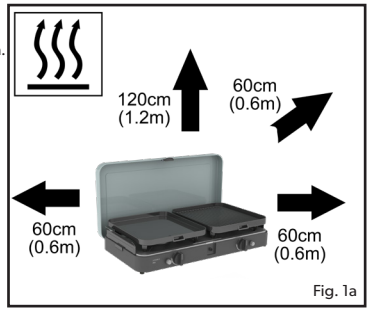

Fig. 1a
- This appliance must be kept away from flammable materials during use. Minimum safe distances are: Above the appliance 1.2m. At the rear and sides 600mm (See fig. 1a).